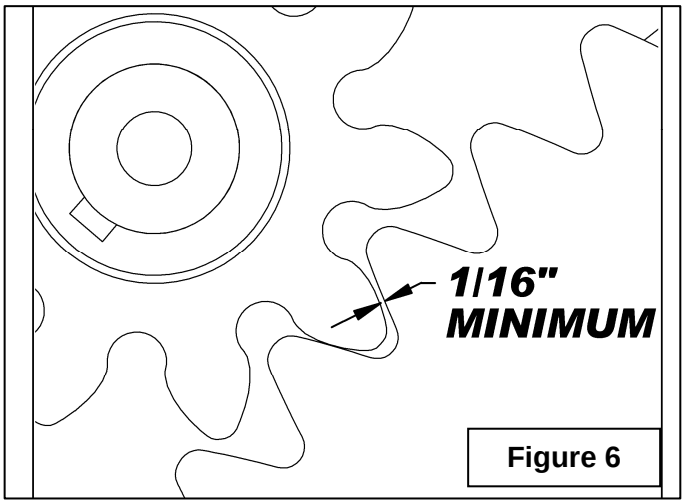

Figure 6
5. **Figure 6:** Adjust the gear by pushing it towards the drum. Push one tooth of the motor gear against one tooth of the drum gear leaving a 1/16" clearance on the other side as illustrated. Tighten the four motor bolts firmly.